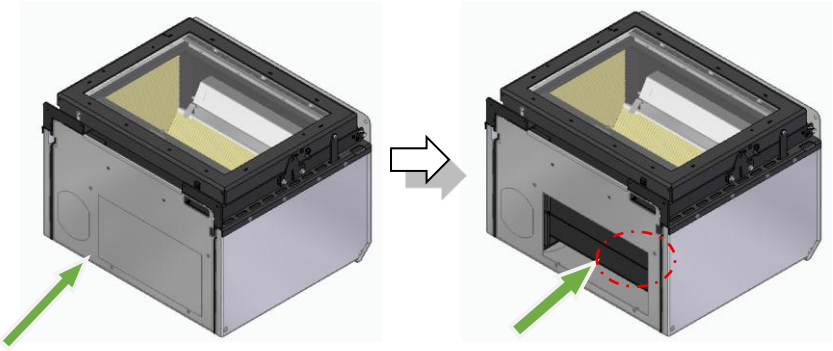

Figura 51 – Remoção das micro-juntas do fundo
a. Nestes modelos de equipamento o Kit de ventilação é colocado por baixo do equipamento. Para fixar o kit de ventilação opcional, terá primeiramente que partir com um martelo as micro-juntas do fundo, para poder fixar o ventilador e os acessórios do kit de ventilação, ver Figura 51.